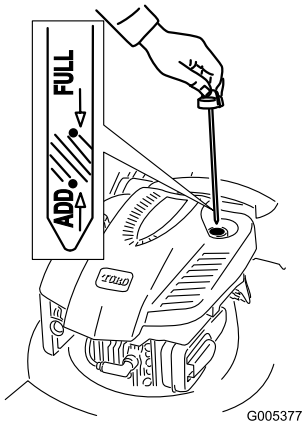

Figur 11
1. Ta ut oljestickan, torka av den och sätt sedan tillbaka den ordentligt (Figur 11).
2. Ta ut oljestickan och kontrollera oljenivån (Figur 11). Om oljenivån är under markeringen **Add** på oljestickan, fyller du **långsamt** på olja i påfyllningsröret så att nivån höjs till markeringen **Full**. **Fyll inte på för mycket.** (Maximal påfyllning: 0,59 l, typ: SAE 30 renad fordonsolja med API-klassificering SF, SG, SH, SJ, SL eller högre.)